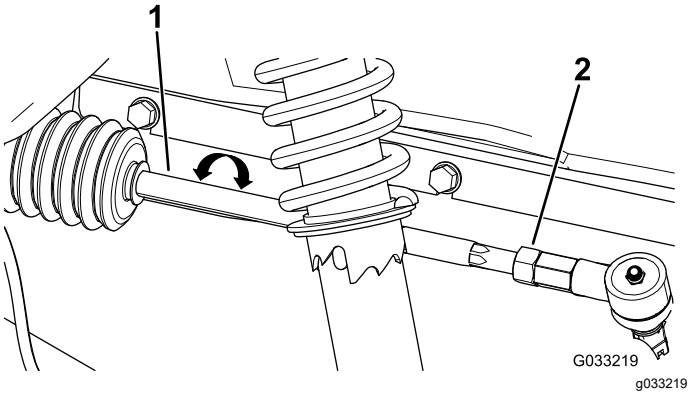

Figur 54
2. Hvis målingen ikke falder inden for 0 til 6 mm, skal kontramøtrikkerne løsnes i den ydre ende af forbindelsesstængerne (Figur 54).